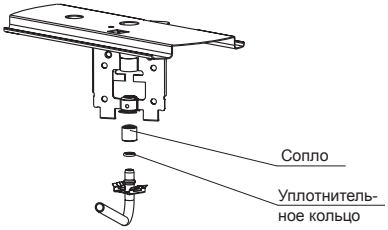

рис. 13
19.1. Проведение замены сопла при ремонте, а также при переводе на другой тип газа (рис.13, 14, 15, 16)
Для плит GM 4M41 001, GM 4M42 002, GM 4M42 008 (рис. 13):